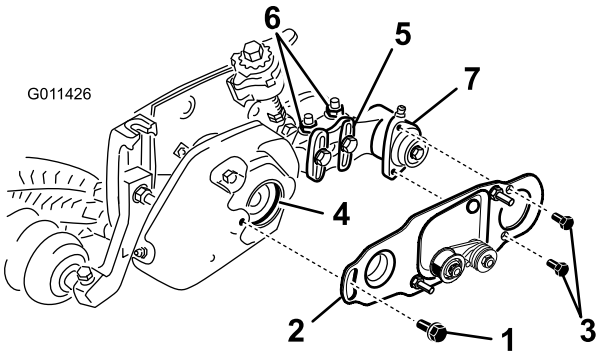

Figura 30
37. Afloje los pernos que sujetan el alojamiento del cojinete del cepillo del rodillo al soporte de montaje del cepillo del rodillo (Figura 30).
38. Instale la placa de pivote del cepillo del rodillo (Figura 30). Al introducir el saliente de la placa de pivote por el anillo de goma de la cubierta del acondicionador, asegúrese de que el anillo de goma queda correctamente asentado en la cubierta.
39. Aplique Loctite 242 (azul) a los 2 tornillos de caperuza de 5/16" x 5/8" y utilícelos para montar la placa del cepillo en el alojamiento del cojinete del cepillo del rodillo (Figura 30). Apriete los tornillos de caperuza a 20-26 N·m.
- Afloje las 2 contratuercas con arandela prensada que sujetan el soporte de montaje del cepillo del rodillo a la chapa lateral de la unidad de corte (Figura 30).
- Gire el alojamiento del cojinete del cepillo del rodillo hasta que quede paralelo a la chapa lateral de la unidad de corte (Figura 30).
41. Aplique Loctite 242 (azul) al perno de cuello largo (Figura 30). Monte la placa del cepillo en la cubierta del acondicionador con el perno de cuello largo. (Fig. 29). Apriete el perno a 20–26 N·m.